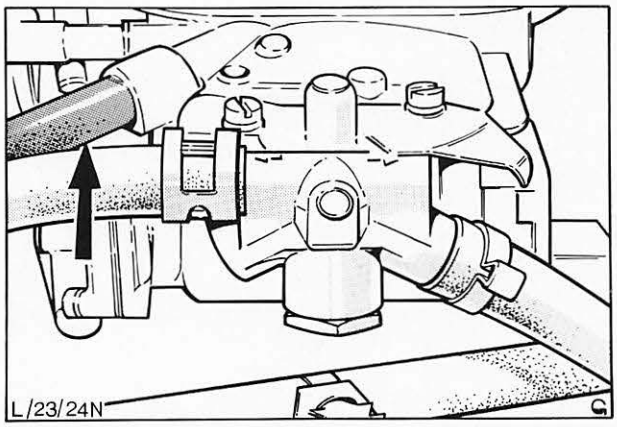

Abb. 57 Gemischzufuhrschlauch zum Verzögerungsventil (nur bei Fahrzeugen für Schweden)
8. Gemischzufuhrschlauch zum Verzögerungsventil vom Vergaser abschließen, Abb. 57.
14. Wo zutreffend, Gemischzufuhrschlauch – Verzögerungsventil am Vergaser anschließen, siehe Abb. 57. (Nur bei schwedischen Ausführungen.)